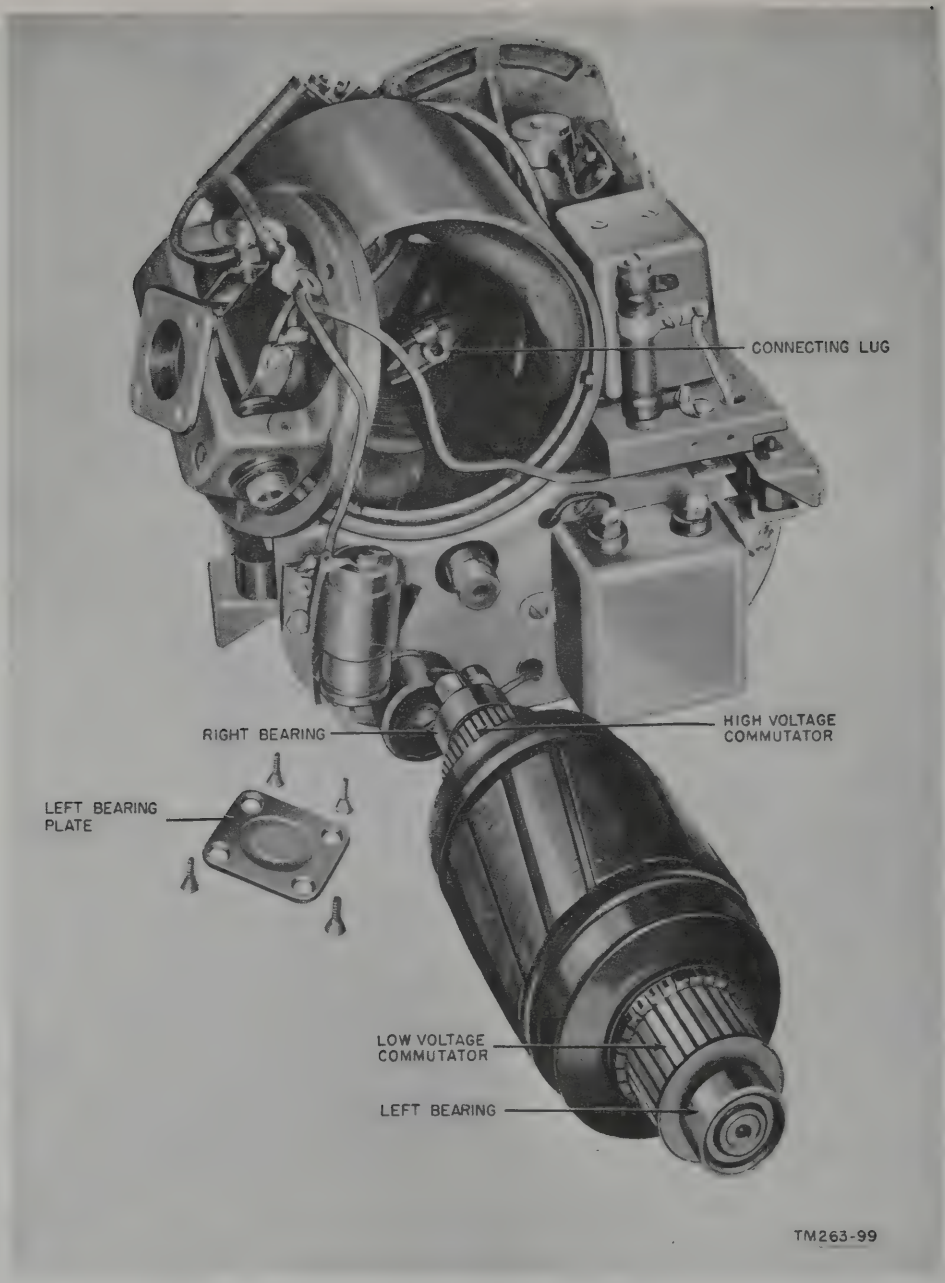

Figure 155. Armature removed from generating unit of Generator GN–58–(*).
g. Now pull the armature gently through the generating unit (fig. 155).